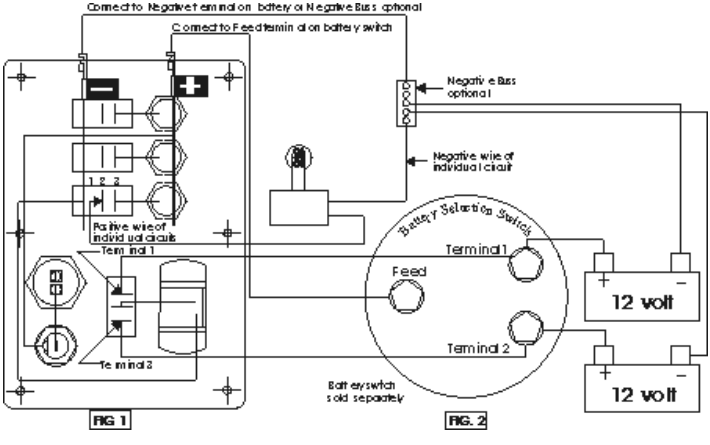

FIG. 3
7. Six fuses are supplied with your Sea-Dog panel: (2) 3A, (2) 5A, and (2) 10A. The fuses should be used depending on each individual circuit load, with maximum rating of 10 Amps.
8. To remove the fuse holder cap, see Figure 3 below: